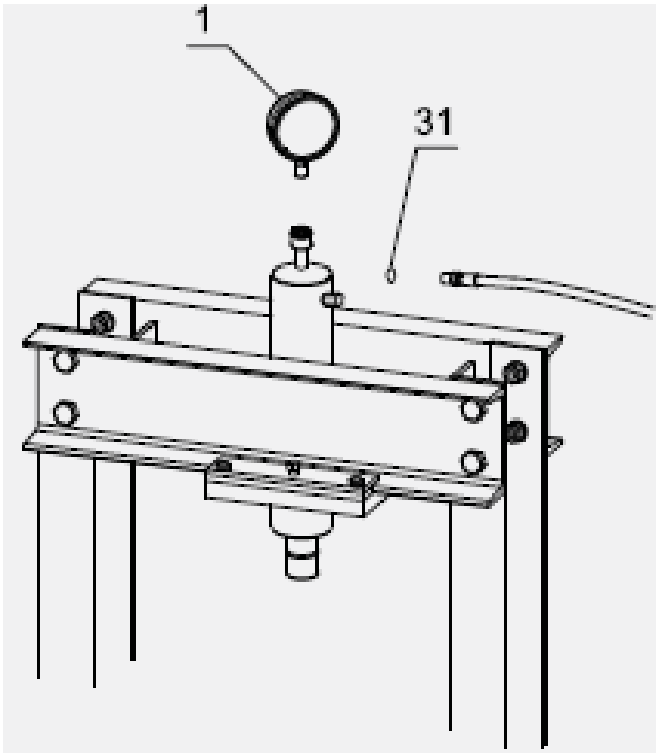

Рис. 6
7. Прикрепите манометр (1) и шланг к толкателю с помощью уплотнительного кольца (31). См. рисунок 6.